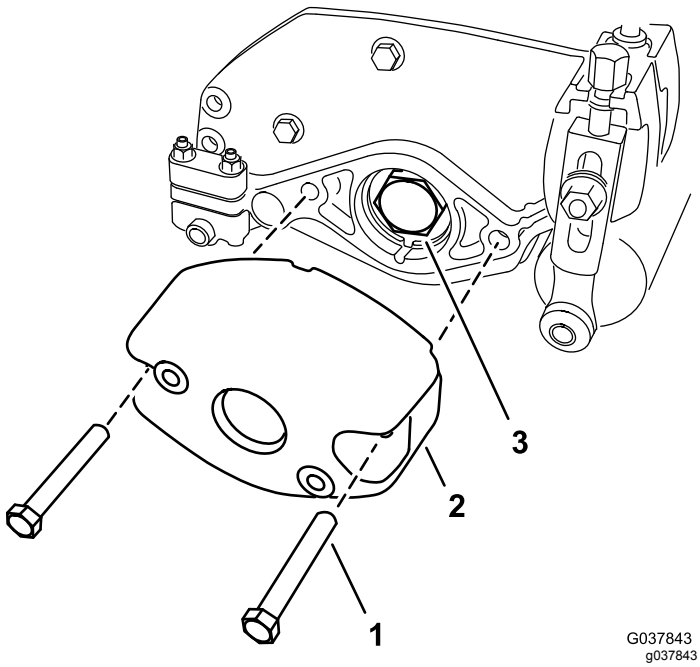

Figure 4
6. Remove the 2 bolts (5/16 x 2-1/4 inches) from the 2 nuts (captive by the side plate) securing the counterweight on the side plate of the cutting unit. Remove the counterweight (Figure 4).
7. Remove the bearing nut from the reel shaft (Figure 4).